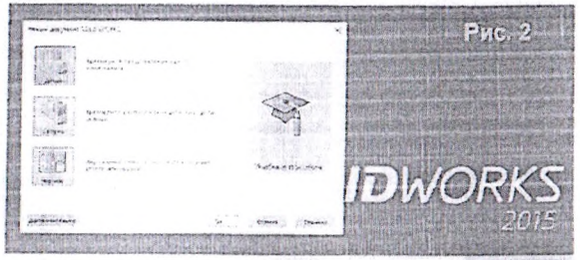

Рис. 2
1. Изучить интерфейс программы SolidWorks для построения твердотельных моделей (рис. 2).